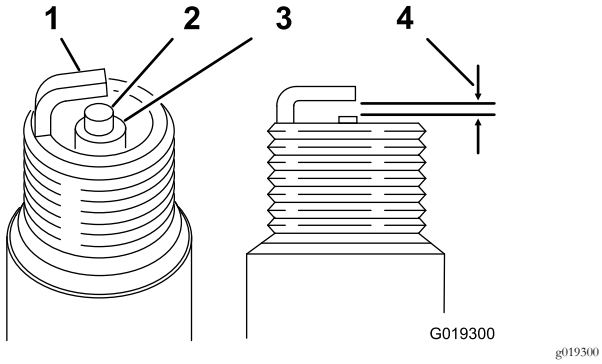

Figur 34
Elektrodeavstand: 0,70 til 0,80 mm. Se Figur 34.
3. Still inn elektrodeavstanden til 0,70 til 0,80 mm (Figur 34).